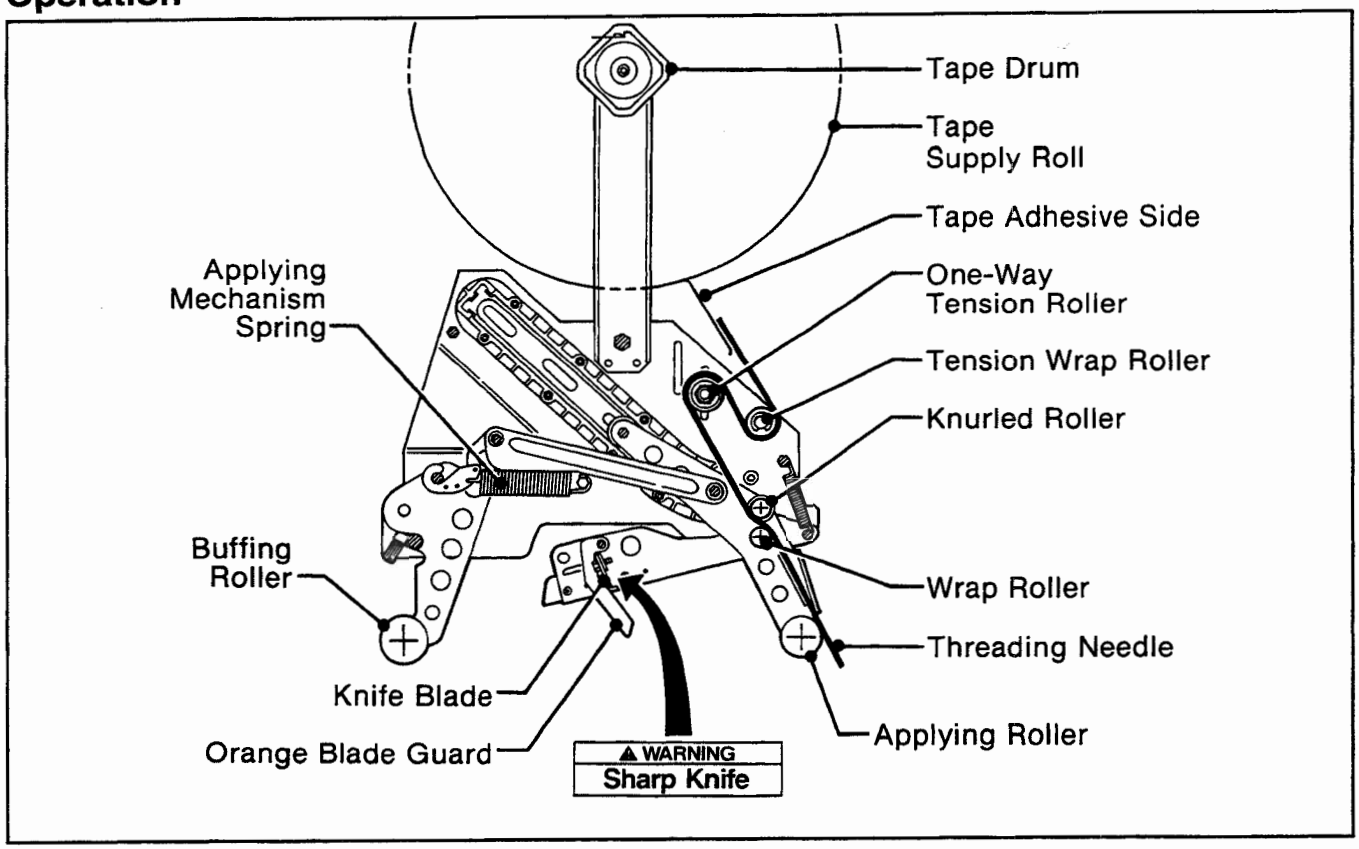

Figure 3-1 – Taping Head Components/Threading Diagram, Upper Head (Left Side View)
Before working with the taping heads or loading/ threading tape, refer to Figures 3-1 and 3-2 to identify the knife blade location. **Keep hands out of these areas except as necessary to service the taping heads or to load/thread tape.**
WARNING – Taping Heads utilize extremely sharp knife blades. The blades are located under the orange blade guard which has the "Warning – Sharp Knife" label. Before working with the taping heads or loading tape, refer to Figures 3-1 and 3-2 on page 6 and identify the blade location. Keep hands out of these areas except as necessary to service the taping heads.
3. **The taping heads use extremely sharp knife blades. Before working with the taping heads or attempting to load/thread tape, refer to Figures 3-1 and 3-2 and identify the blade location. Keep hands out of these areas except as necessary to service the taping heads.**
The applying mechanism spring, shown in Figures 3-1 and 3-2, controls applying and buffing roller pressure on the box and returns the mechanism to the reset position. The spring pressure is pre-set, as shown in Figure 5-3A for normal operation, but is adjustable.